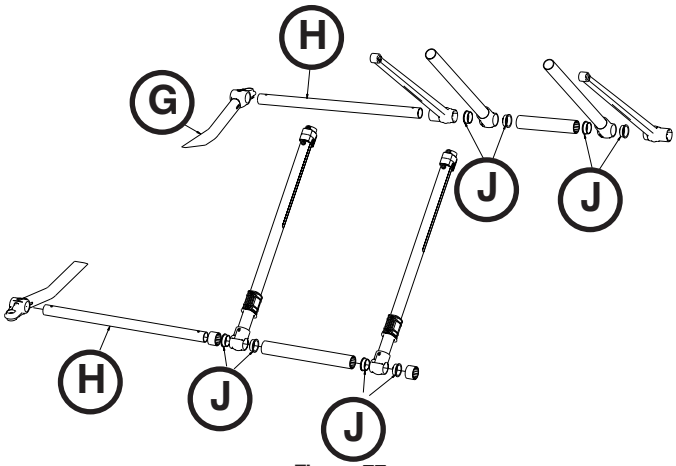

Figura 77
6. Retirar a união soldada do tubo da base exterior (G) no lado que está danificado. Deixar o lado oposto para suportar a estrutura em X (Figura 77).
7. Deslizar os tubos da base do pé (H) pelas pernas da estrutura em X para desapertar a estrutura em X (Figura 77).
8. Retirar o tubo interior e guardar os casquilhos (J) para reutilizar no novo tubo (Figura 77).